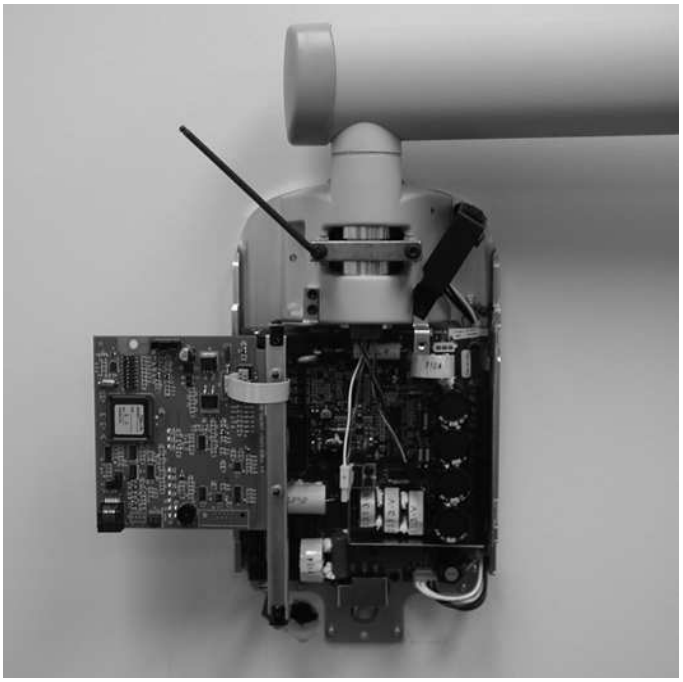

Figure 96 Tightening the Brake
5. Using a 4 mm Allen wrench, as shown in *Figure 96*, tighten the screws equally to apply adequate braking to the pivot post so that Horizontal Arm begins to move after the Articulating Arm.